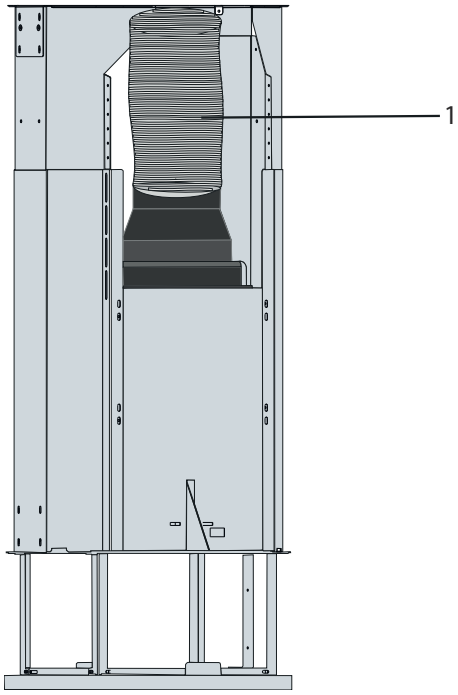

*Fig. 15*
**4.** Ligar uma das extremidades do tubo de alumínio à saída em plástico do produto e a outra extremidade à saída de exaustão da cozinha. Verificar se estas duas ligações estão suficientemente fixadas de modo a que não saiam quando o exaustor está a funcionar a alta velocidade (Fig. 15).